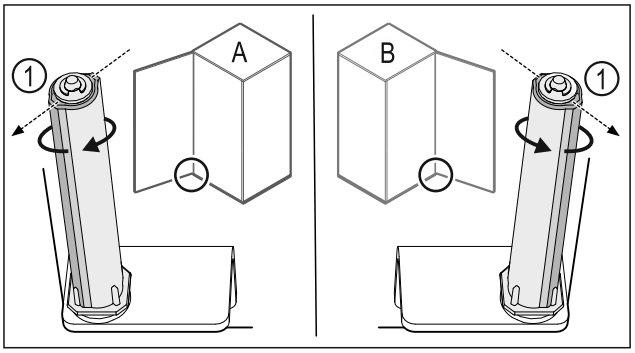

*Fig. 26 Tope izquierdo (**A**) / tope derecho (**B**)*
▶ Girar el sistema de cierre contra la resistencia hasta que el alma del sistema de cierre *Fig. 26 (1)* apunte hacia afuera.